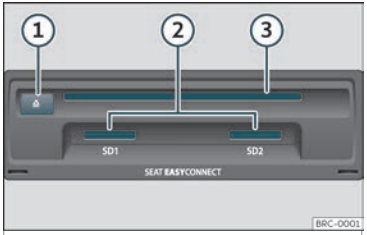

Fig. 157 Rañuras para soportes de datos no portaluvas.
- Insira un CD ou DVD na rañura >>> **fig. 157** ③ co lado impreso cara arriba ata que o equipo o introduza automaticamente.
Introducir a tarxeta de memoria compatible coa esquina recortada primeiro e os contactos cara abaixo, na rañura ››› **fig. 157** ②, ata que encaste.